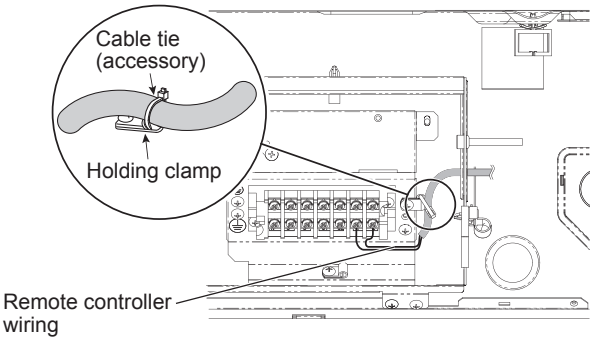

Fig. 3-2-5
(6) Connect the remote controller wiring to the terminal board, route through the cable tie (accessory) to the holding clamp, and secure the remote controller wiring. (Fig. 3-2-5)
(7) Mount the side cover, and close the air-intake grille.